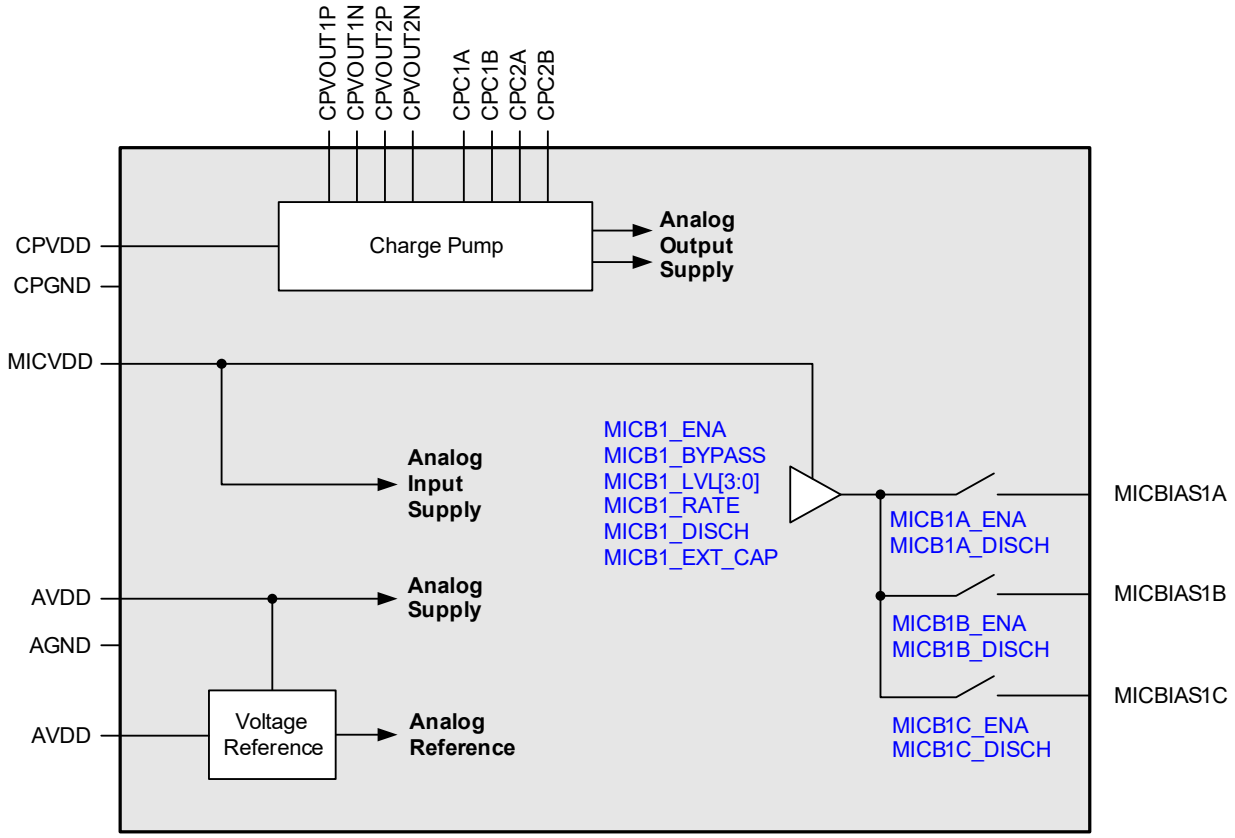

Figure 4-81. Charge Pumps and Regulators
4.16.1 Charge Pump (CP) Control
The charge pump (CP) circuit is used to generate the positive and negative supply rails for the analog output drivers. The charge pump is enabled automatically by the CS47L15 when required. The charge pump circuit is shown in Fig. 4-81.
A single MICBIAS generator is incorporated, which provides a low-noise reference suitable for biasing ECM-type microphones or powering digital microphones. The MICBIAS generator is powered from MICVDD, as shown in Fig. 4-81. Refer to Section 5.1.3 for recommended external components.
The MICBIAS generator is shown in Fig. 4-81. The MICBIAS control fields are described in Table 4-103.
The charge-pump and regulator circuits are shown in Fig. 4-81. Note that decoupling capacitors and flyback capacitors are required for these circuits. Refer to Section 5.1 for recommended external components.